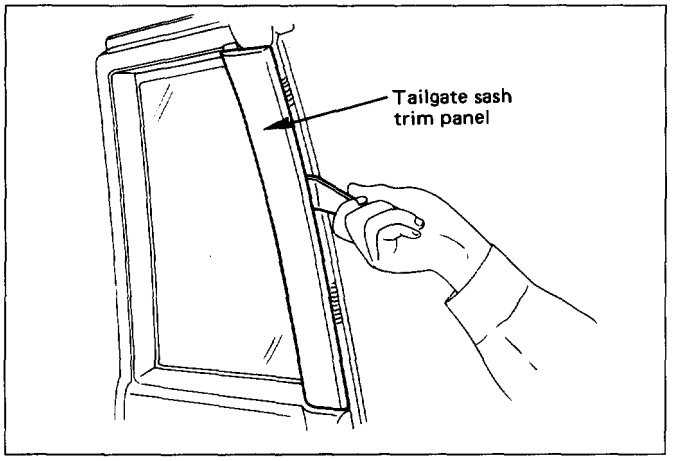

Fig. 10-173
- Pry trim cover retainers free from the tailgate panel. (Fig. 10-173)